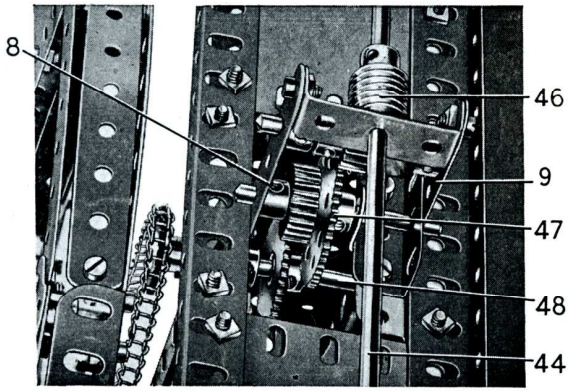

FIG. 7
Chacune des tringles (44) et (45) porte une vis sans fin (46) (fig. 7) qui entraîne un pignon de 19 dents monté sur une tringle de 5 cm., et ce pignon entraîne une roue de 57 dents (47) fixée sur une autre tringle de 5 cm. (fig. 7). Un pignon de 25 dents est fixé également sur cette tringle et entraîne une roue de 50 dents fixée sur une tringle de 7.5 cm. (48). Une roue de chaîne de 14 dents fixée sur la tringle (48) est réunie par une chaîne Galle à l'une des roues de chaîne de 56 dents (36).